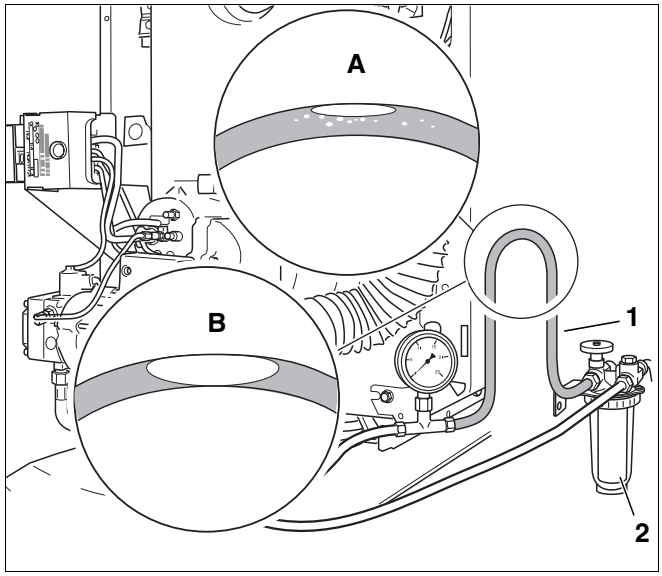

Fig. 39 Fissare in alto il flessibile trasparente
- Inserire il flessibile trasparente (fig. 39, **pos. 1**) nella tubazione di aspirazione dietro al filtro gasolio (fig. 39, **pos. 2**).
- Fissare in alto un passante del flessibile trasparente nel modo indicato (fig. 39).
- Eseguire un controllo visivo della quantità d'aria che si sta formando (fig. 39, **ingrandimento A** e **B**).
Se nel punto più alto della curva si accumula soltanto una piccola quantità d'aria (fig. 39, **ingrandimento A**) la tenuta della conduttura del gasolio è sufficientemente stagna.
In caso di grosse bolle d'aria (fig. 39, **ingrandimento B**) la conduttura d'aspirazione e/o i collegamenti non sono ermetici.